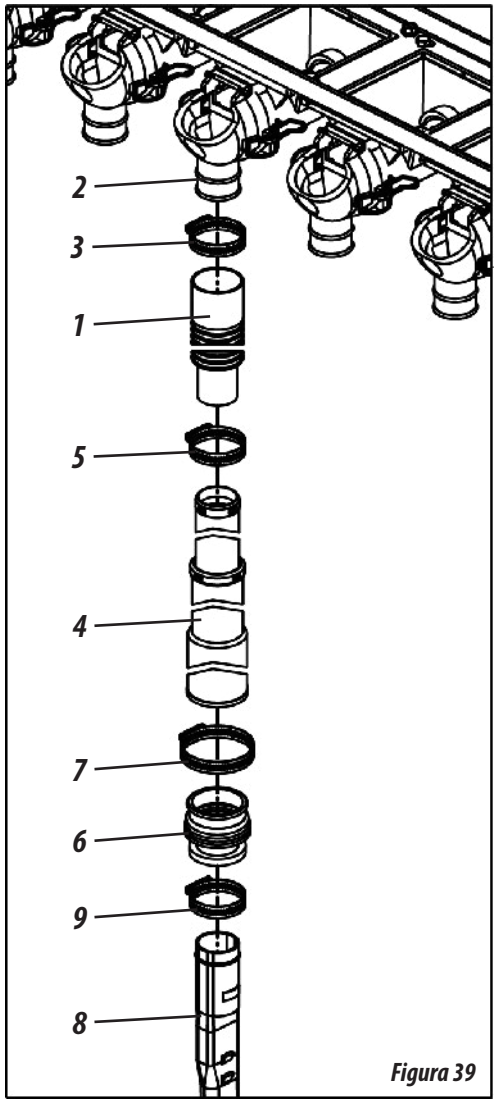

Figura 39
Para conducir el fertilizante del distribuidor hasta el suelo, conecte la manguera (1) en las salidas del conductor independiente (2) a través de las presillas (3). A continuación, acople el conductor telescópico (4) en la manguera (1) fijándolo a través de la presilla (5). Luego acople la conexión de goma (6) en el conductor telescópico (4) fijándola a través de la presilla (7). Para finalizar, conecte la boquilla (8) en la conexión de goma (6), fijándola a través de la presilla (9), **conforme mostra a figura 39.**